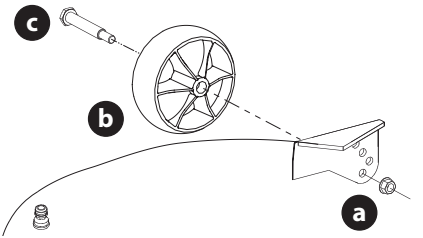

Fig. 11
6. Retirez le l'écrou de blocage (a) la roulette de terrage (b) et la vis à épaulement (c) du plateau (Fig. 11).